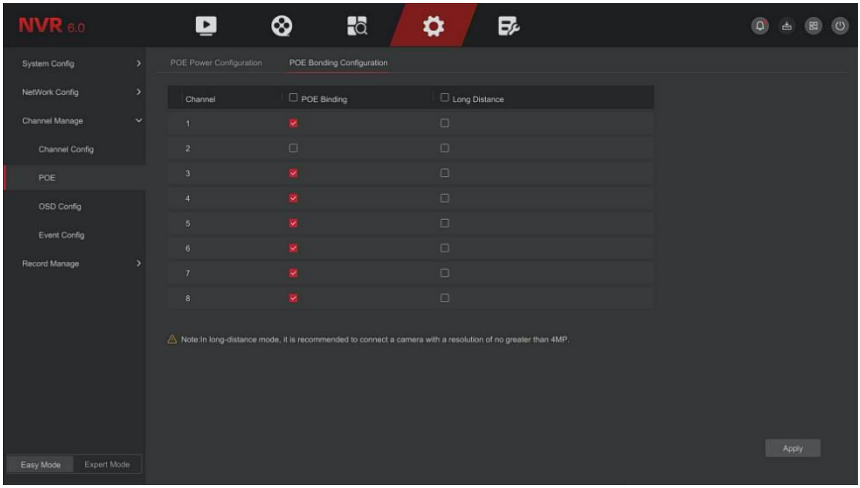

Figure 5-35
Step 1: In the main menu, click "Config → Easy Mode→ Channel Manage → POE" to enter PoE Bonding Configuration interface, as shown in Figure 5-35 below.